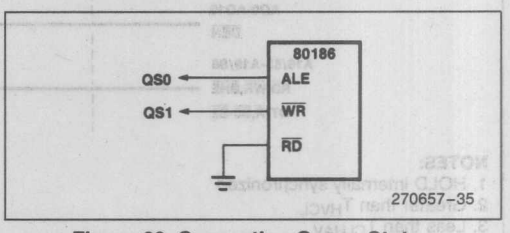

Figure 29. Generating Queue Status Information from the 80186
3) The 80186 $\overline{RD}$ input must be tied low to provide queue status outputs from the 80186 (see Figure 29). When so strapped into "queue status mode," the ALE and $\overline{WR}$ outputs provide queue status information. Notice that queue status information is available one clock phase earlier from the 80186 than from the 8086 (see Figure 30).